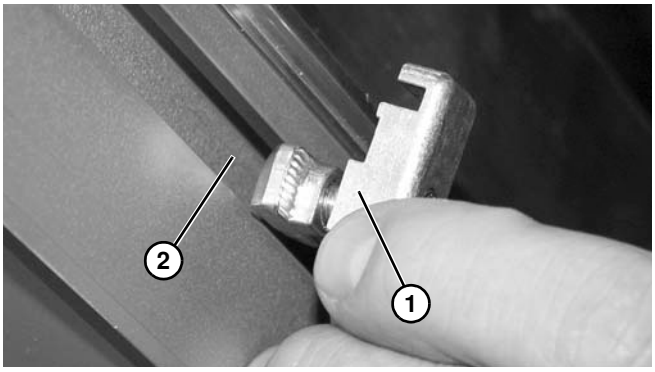

Figure 17
1. Placer les attaches de guidage **(Figure 17, élément 1)** dans les rainures en T du convoyeur **(Figure 17, élément 2)** comme illustré.